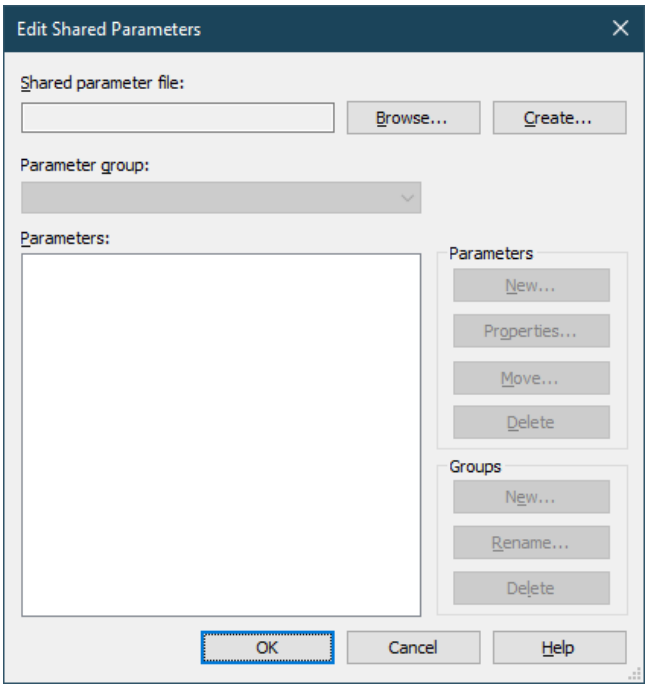

Figure 2-31 *The* ***Edit Shared Parameters*** *dialog box*
e. Create the project parameter, refer to Figure 2-31.
1. Choose the **Shared Parameters** tool from the **Settings** panel of the **Manage** tab; the **Edit Shared Parameters** dialog box is displayed, refer to Figure 2-31.